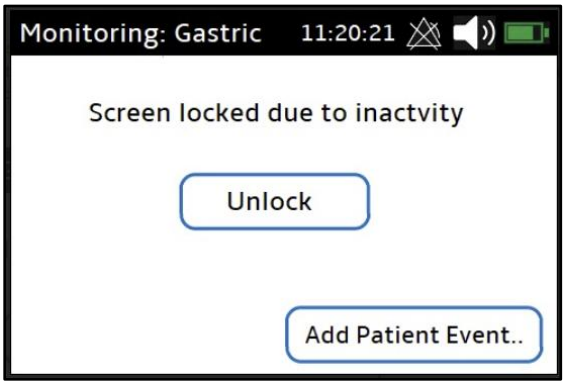

Figure 33: Inactive Screen
c) Pressing the "Add Event" button from the Monitor Inactivity lock screen (Figure 33)
If the screen is inactive for over five minutes, the screen will become locked and the user must select "Unlock" to access the user interface (Figure 33). This screen also provides the option to directly add new patient event annotations without navigating to the graph screens.